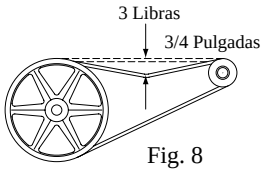

Fig. 8
- **Compruebe la tensión de la correa.** Una fuerza de 3 libras debe desviar la correa 3/4 pulgadas (véase fig. 8). Ajuste la correa si es necesario.